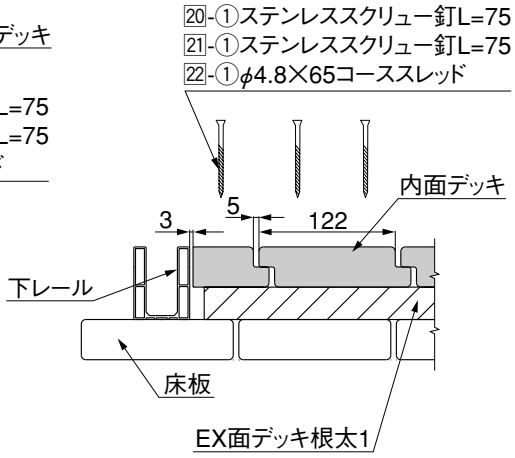
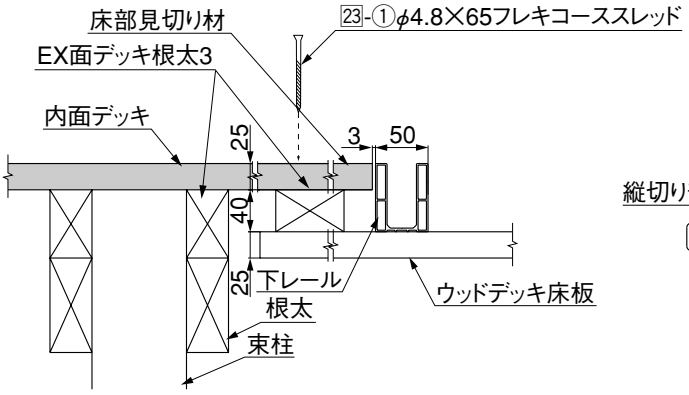
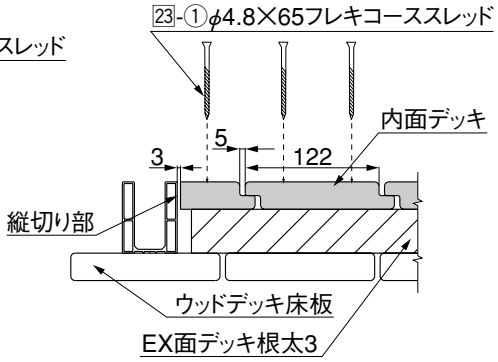

図6-6　ウエスタン・レッドシダーデッキ前面断面図
図6-7　イペセレクトデッキ側面断面図
図6-8　イペセレクトデッキ前面断面図
❶ 図6-5、図6-6、図6-7、図6-8のように、内面デッキをエクシオール面デッキ根太に固定してください。